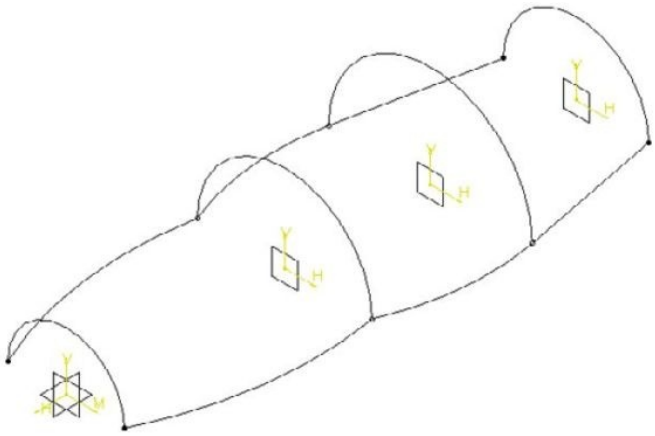

Figure 11-88 *Sketches of sections and guide curves*
a. Start a new file in the **Wireframe and Surface Design** workbench and create the base surface, which forms the body of the Hair Dryer Cover, using the **Multi-Sections surface** tool, refer to Figures 11-88 through 11-90.
3. Draw semicircular sketches on the respective planes, as shown in Figure 11-88. For dimensions, refer to the table given in Figure 11-87.
4. Draw two guide curves as two sketches on the xy plane by using the **Three Point Arc Starting With Limits** and **Line** tools. Figure 11-88 shows the model after drawing all sketches.